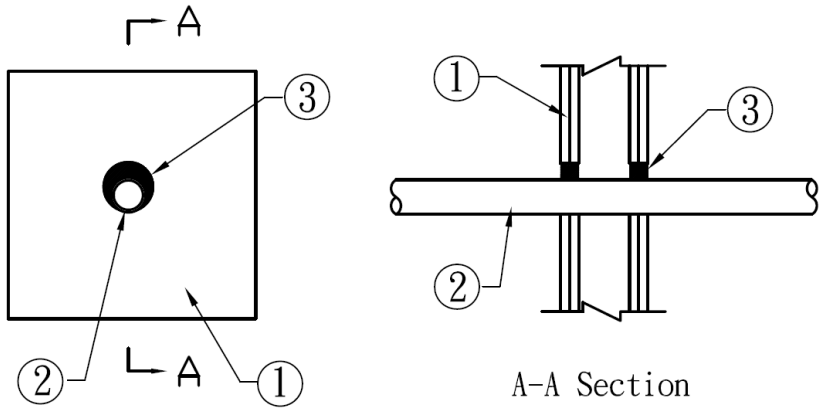

Figure 1. Through Penetration Firestop System
1. **SUPPORTING CONSTRUCTION:** Refer to Figure 1. Opening size shall be 1-1/8 in. larger than the OD of the penetrating pipe. Create a round through-opening in a symmetrical, Code-conforming, 2 hour fire-rated wall assembly consisting of the minimum construction features of one of the following options: